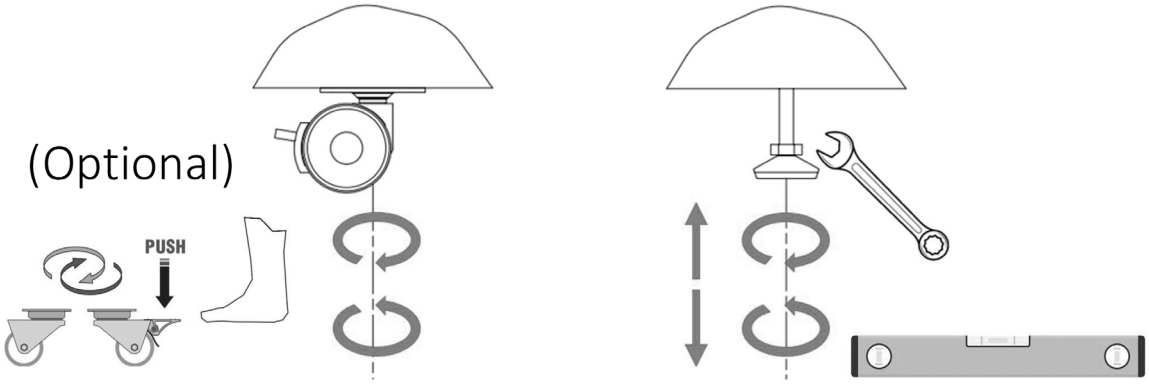

fig. 13
- L'apparecchiatura è dotata di quattro (4) piedini regolabili o, come optional, di quattro (4) rotelle pivotanti con freno (fig. 13):
- Nella configurazione con piedini regolabili è assolutamente necessario dopo il posizionamento mettere in piano l'apparecchiatura come mostrato in fig.13 lato destro.
- Nella configurazione con rotelle pivotanti è assolutamente necessario stabilizzare l'apparecchiatura a pavimento bloccando i freni delle rotelle, assicurandosi di averla posizionata in piano (fig.13 lato sinistro).